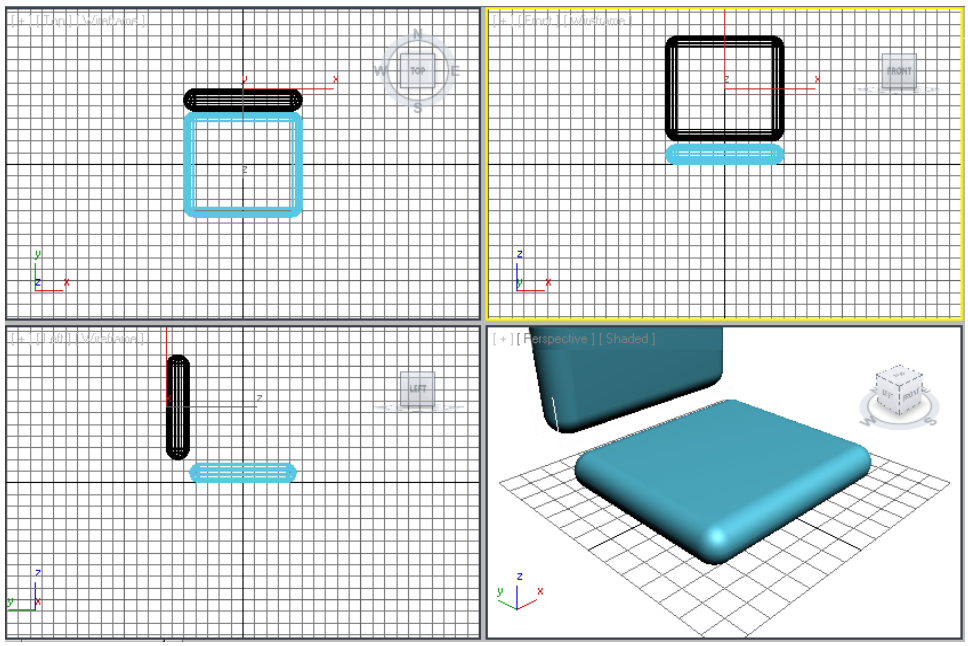

Figure 3-71 The back support for the chair in all viewports
4. Now, make sure that the chamfer box is selected. In the **Parameters** rollout, make sure that value **10** is set in the **Fillet Segs** spinner; the chamfer box is modified, as shown in Figure 3-71.